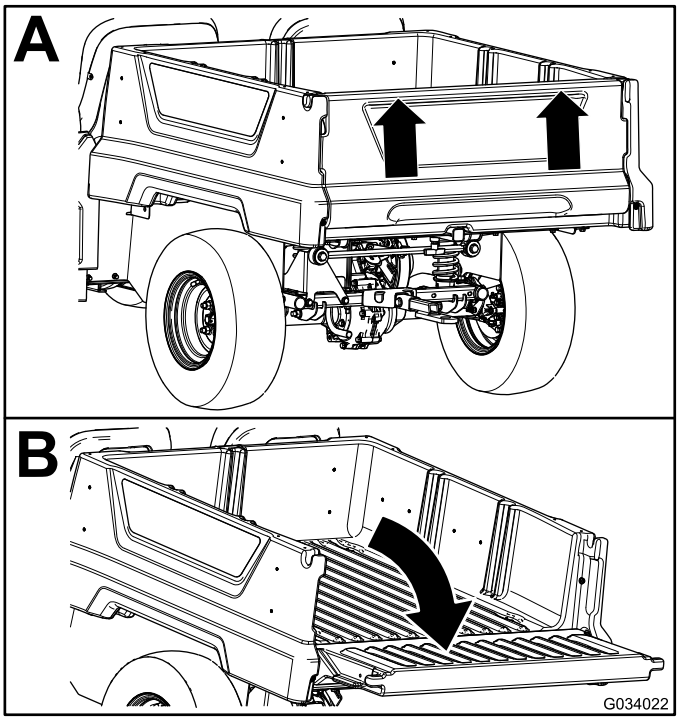

Figura 13
2. Usando ambas as mãos, eleve a porta traseira usando a aresta próxima do topo da porta traseira (Figura 13).
3. Desça a porta traseira até que esteja em contato com a plataforma de carga (Figura 13).